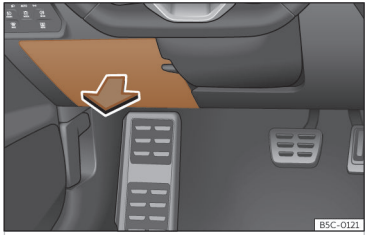

Abb. 203 Auf der Fahrerseite in der Instrumententafel: Abdeckung des Sicherungskastens.
- *Öffnen:* Abdeckung nach unten aufklappen ››› **(Abb. 203)**.